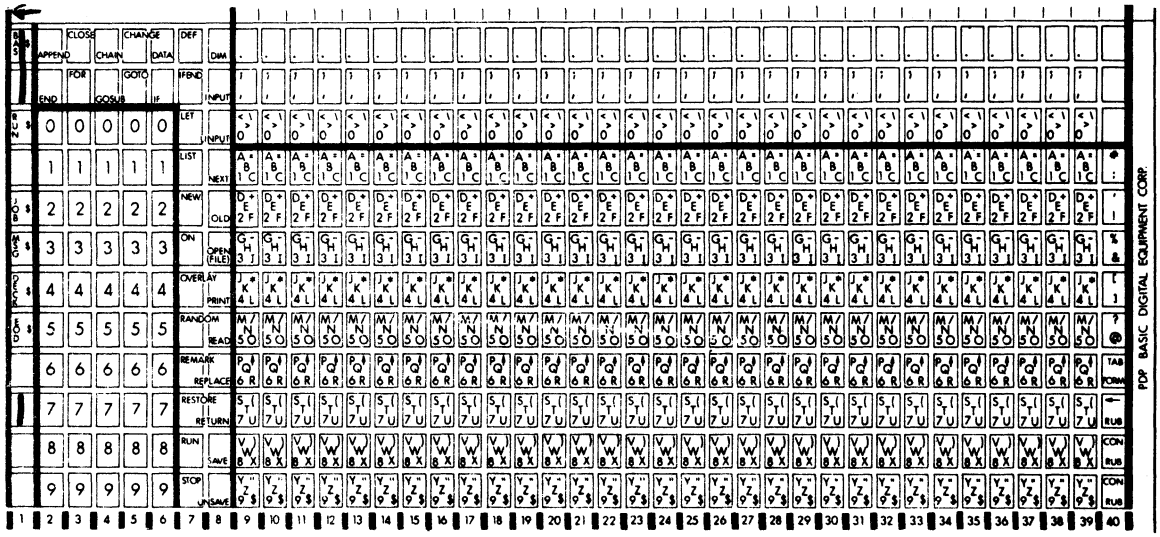

Figure 5-1
3. Place an end of file card at the end of the deck. This card automatically signals MSBATCH that there are no more cards to be input. An end of file card is a card that has the code for a back arrow (←) marked in column 1 as shown in Figure 5-1. The remainder of the card must be blank. If an end of file card is not used, the operator can manually signal MSBATCH when the end of the deck is reached by typing CTRL/Z in response to the "LOAD MORE CARDS OR TYPE ↑Z" message.